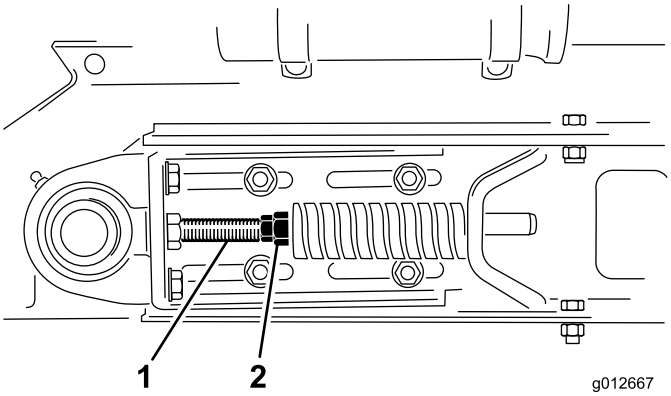

Rysunek 22
3. Poluzuj nakrętki zabezpieczające i pozostałe nakrętki cięgna w celu zwolnienia napięcia sprężyny (Rysunek 22).